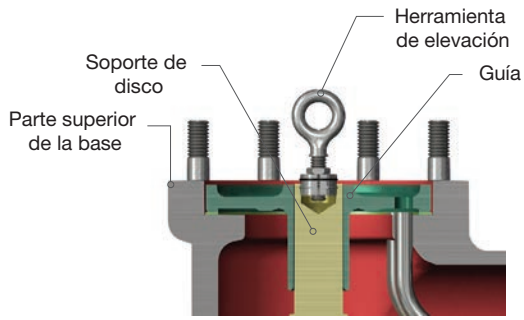

Figura 16: Herramientas de elevación para válvulas de orificio M a U
- Utilice un destornillador para comprimir el retenedor del husillo (16).
- Retire el husillo (15).
- Inserte la herramienta de elevación (consulte la Figura 16) en el bolsillo del eje del soporte del disco y apriete el cáncamo.
- Retire el soporte del disco (8) y el disco (6) levantando la herramienta de elevación.
- Utilice las orejetas de elevación para levantar el soporte del disco (8) y para retirar todos los elementos internos (consulte la Figura 16).